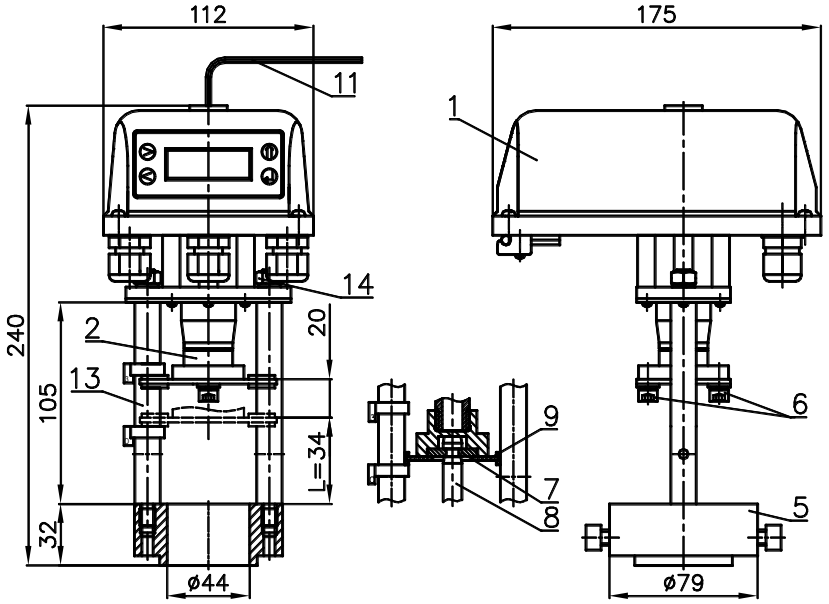

Рисунок 1 – ВЭП-228М
- электропривод (рисунок 1 – позиция 1);
- винтовая передача (рисунок 1 – позиция 2).